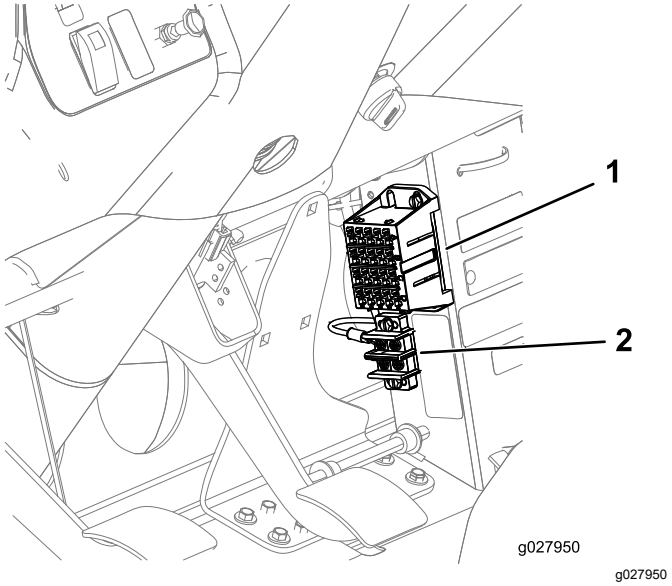

Figur 34
2. Anslut ringkopplingen på kablaget till jordblocket och sätt i säkringsblockets kontakt i ett tillgängligt uttag på säkringsblocket (Figur 34).